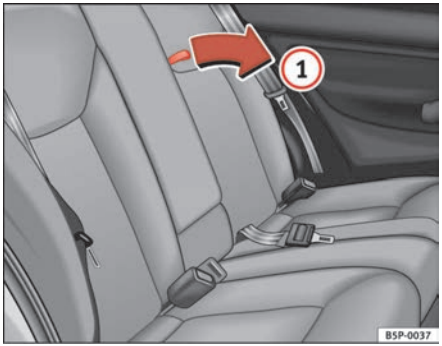

Fig. 109 Opening the rear drink holders
– To open, pull the loop in the direction of the arrow ⇒ page 139, fig. 109 (1).